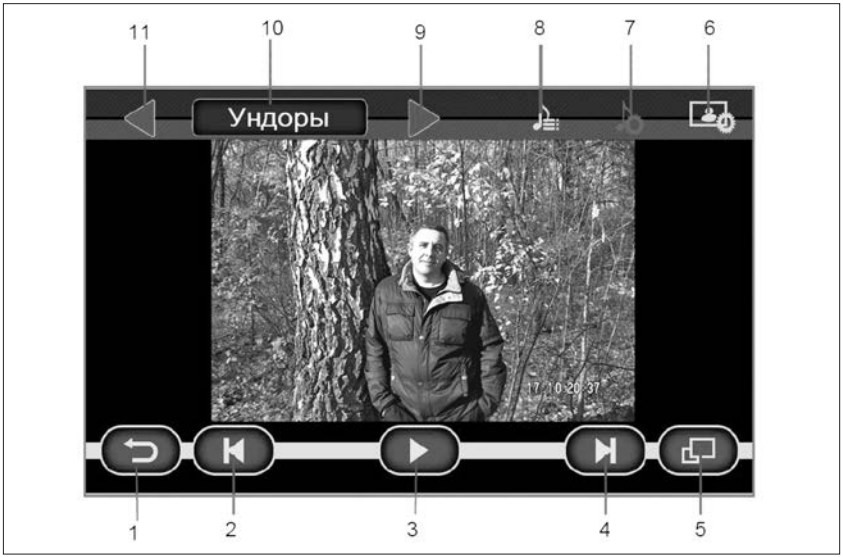

Рис. 61. Окно проигрывания файлов изображений
Если при просмотре фотографий нажать на кнопку **«II» (3)** (рис. 61), а затем нажать на кнопку возврата (кнопка **1**, рис. 61), то происходит переход в главное меню и на кнопке «**Фотографии»** (рис. 53) появляется индикатор паузы. Этот режим позволяет вернуться к просмотру фотографий с того места, где была поставлена пауза.